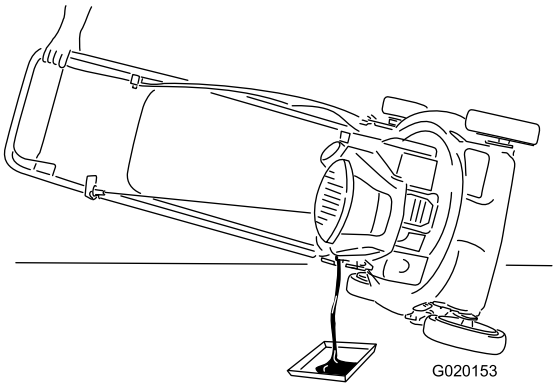

Figure 17
4. Inclinez la machine sur le côté (jauge en bas) pour vidanger l'huile usagée par le goulot de remplissage (Figure 17).